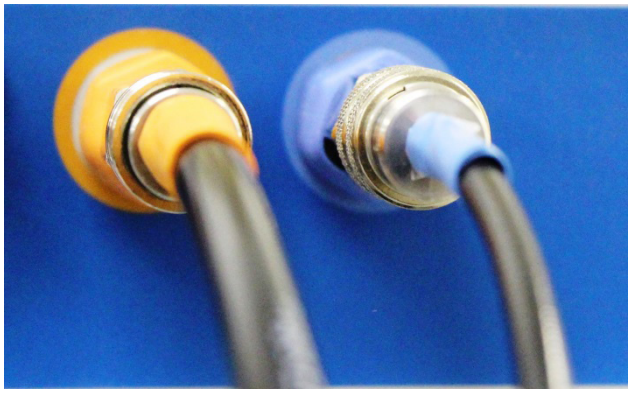

*Figur 13: Farvekodede pneumatiske konnektorer*
3. Forbind de tilsvarende forbindelser på de pneumatiske konnektorer, som vist nedenfor i Figur 13. Skyderingen skal skubbes ind på den orange konnektor manuelt.